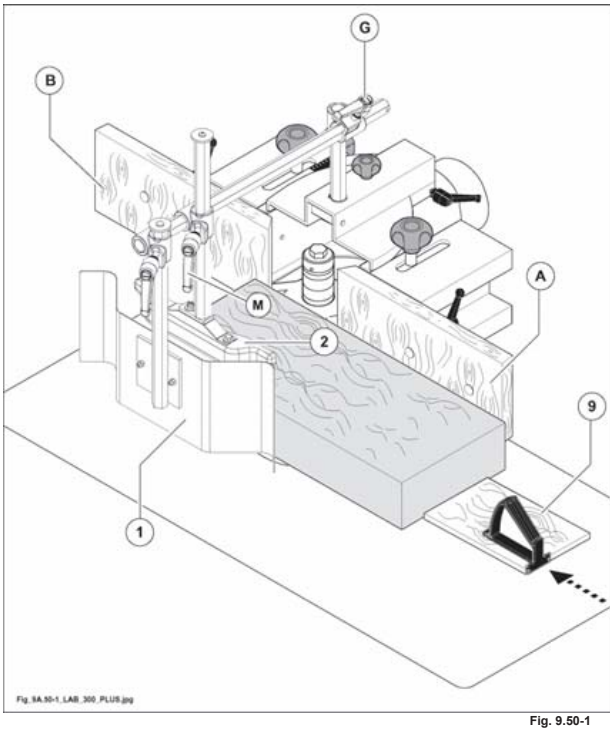

Fig. 9.50-1
- Regolare le semiguide (A e B fig. 9.50-1) secondo il diametro esterno dell'utensile.
Regolare la posizione del pressatore orizzontale (1 fig. 9.50-1) e verticale (2 fig. 9.50-1) in appoggio sul pezzo da lavorare procedendo come segue:
- allentare la maniglia (G fig. 9.50-1) e regolare trasversalmente il pressatore (1 fig. 9.50-1) in base alla larghezza del legno da lavorare.
- Allentare la maniglia (M fig. 9.50-1) e posizionare il pressatore verticale (2 fig. 9.50-1) sul legno mantenendolo il più vicino possibile alla fresa.
- Serrare la maniglia (M fig. 9.50-1) a regolazione avvenuta.
utilizzare lo spingitore piatto (9 fig. 9.50-1) per facilitare il passaggio finale dei pezzi sotto il pressatore orizzontale (1 fig. 9.50-1).